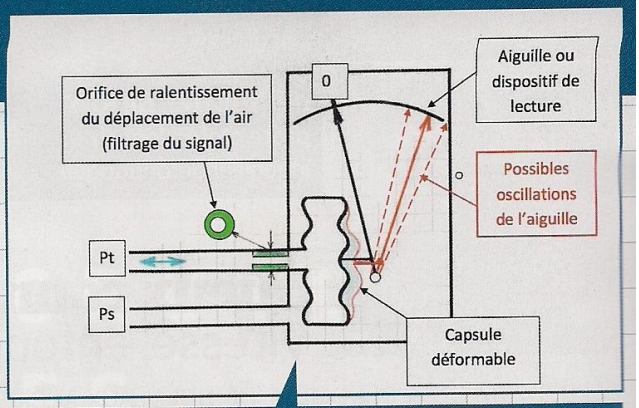

Figure 1. Schéma du fonctionnement de l'anémomètre soumis à des fluctuations de pression
- qu'une régression de la vitesse due à une prise d'altitude, comme lors d'une ressource sous facteur de charge, peut être indiquée avec retard par certains anémomètres « trop filtrés » voir explication technique ci-dessous. **Figure 1 et figure 2.**
1 Principe de mesure : la pression dynamique. Pd = Pt – Ps. Figure 1
• Sur la figure 1 on comprend pourquoi l'aiguille met un certain temps avant de se déplacer. En effet il faut transvaser un petit volume (en bleu clair) d'air dans la capsule avant que sa déformation n'atteigne sa valeur d'équilibre. On réduit au maximum ce retard avec des volumes de déformation de capsule les plus petits possible.